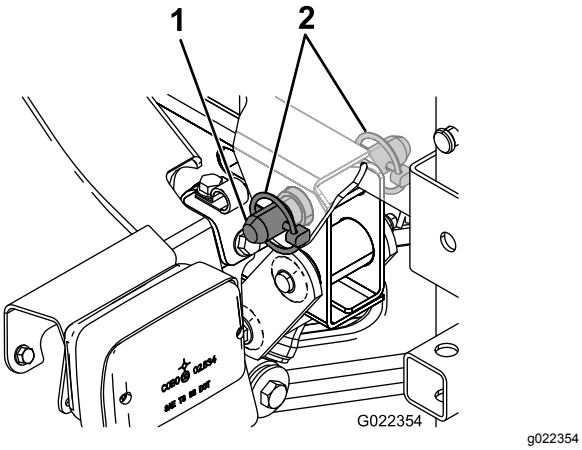

Figur 11
6. Placer drejelåsen bag på tankplatformsenheden ud for åbningen bagest på køretøjets stel (Figur 11).
7. Monter en konisk gaffelbolt og to ringstifter på drejelåsen for at fastgøre tankenheden til stellet (Figur 11).